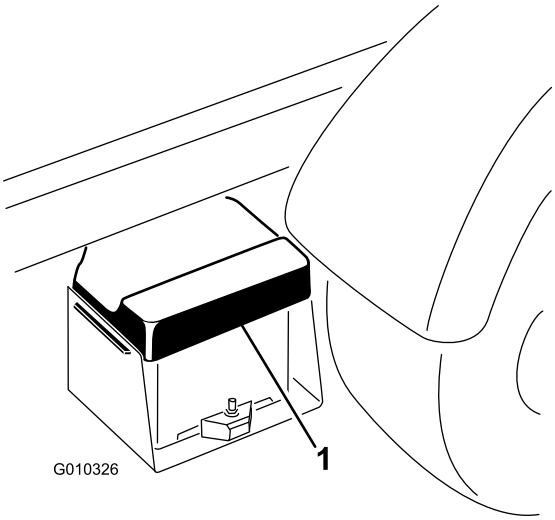

Figur 48
1. Kläm batterikåpan för att frigöra flikarna från batterilådan. Ta bort batterikåpan från batterilådan (Figur 48).